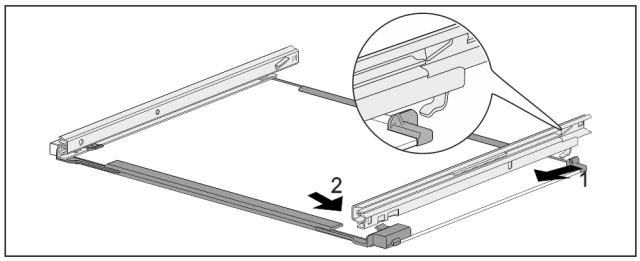

Fig. 261 Glass shelf with rails
- ▶ Hook in rail at the back. *Fig. 261 (1)*
- ▶ Hook in rail at the front. *Fig. 261 (2)*